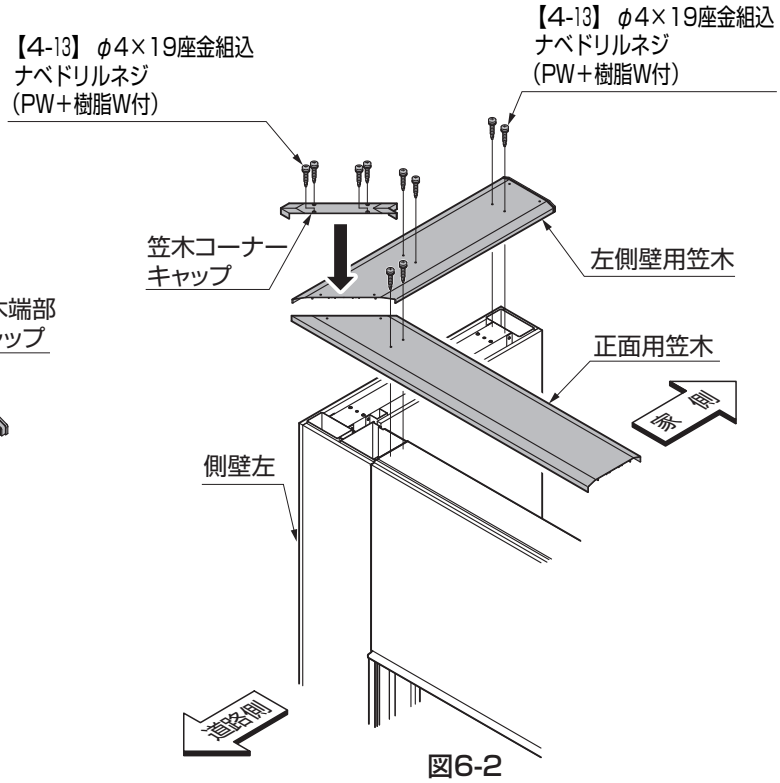

図6-2
②笠木正面用、笠木側壁用、コーナーキャップを【4-13】で仮取付けしてください。(図6-2参照)